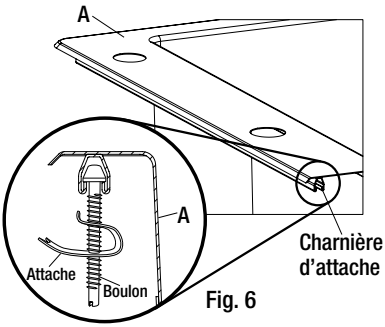

Fig. 6
- Installer les attaches de fixation par le dessus et les boulons dans les charnières d'attache de l'évier, comme le montre la figure 6. Utiliser la figure 8 pour déterminer le nombre d'attaches à installer dans chaque charnière.
- Appliquer du mastic à base de silicone (non fourni) sous le rebord de l'évier (A) des quatre côtés ou tout autour du bord supérieur de la découpe dans le comptoir.
- Insérer délicatement l'évier (A) dans le comptoir en s'assurant que les attaches de fixation par le dessus (G) n'accrochent pas les bords du comptoir. S'assurer que l'évier (A) est centré et parallèle à l'avant du comptoir.
- Régler chaque attache de fixation par le dessus le long des charnières de sorte qu'elles soient espacées de manière égale autour de l'évier (A).